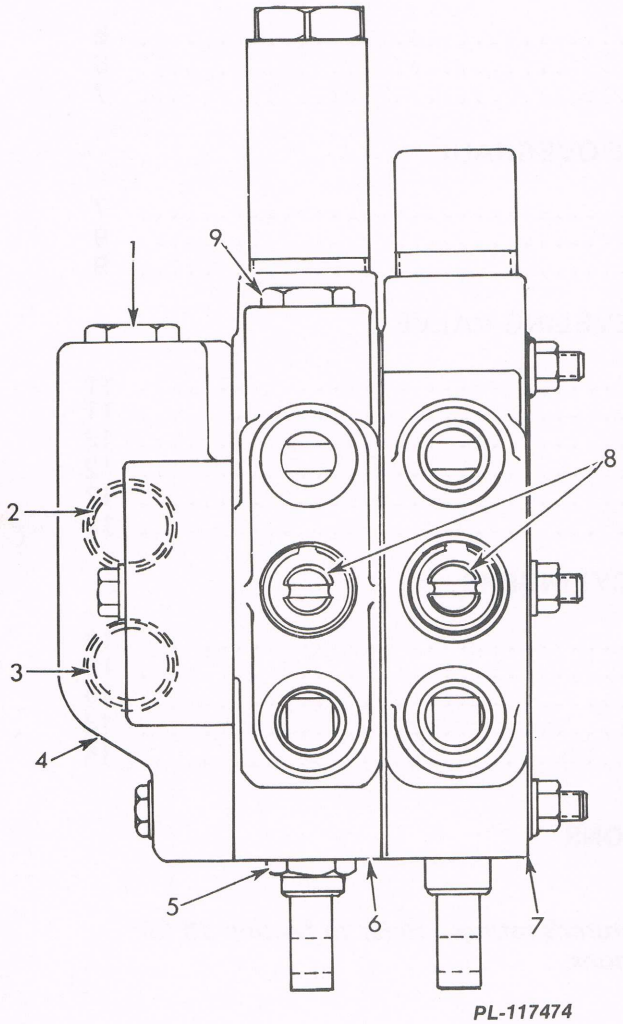

Fig. 1
GENERAL (Refer to Fig. 1)
When the loader is not in operation, fluid entering the end cover (4) flows through the open center passage, to the bucket control valve (7) and back through the return passage, out the return port (2) of the end cover to the cooler and pump suction manifold. See Fig. 1.
The drop check valves (8) prevent backflow of fluid when a control valve is actuated and circuit pressure is greater than initial system pressure. See Fig. 1.